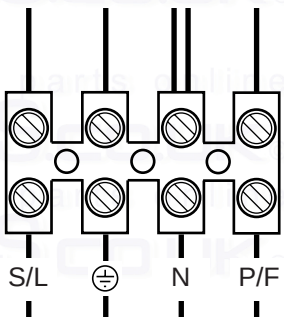

Fig. 33
6. Connect the (S/L), (N) and (⏚) wires to the 4-way terminal block and refit the cable clamp (Fig. 33).